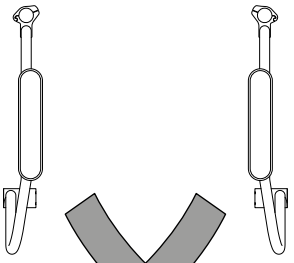

fig. 15
1. La posizione standard consente l'adduzione della gamba (fig. 15).